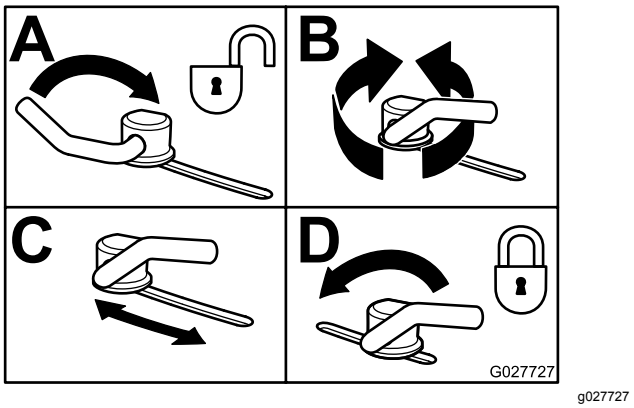

Figura 32
3. Para ajustar los bloqueos de leva, levante la palanca para aflojar el bloqueo de leva (Figura 32).
5. Devuelva la palanca a su posición original para apretar el deflector y los bloqueos de leva (Figura 32).